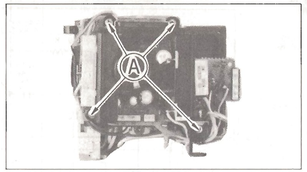

Fig. 5
2. Unfasten the four screws marked Ⓐ in Fig. 5, and then remove the power P.C. board.